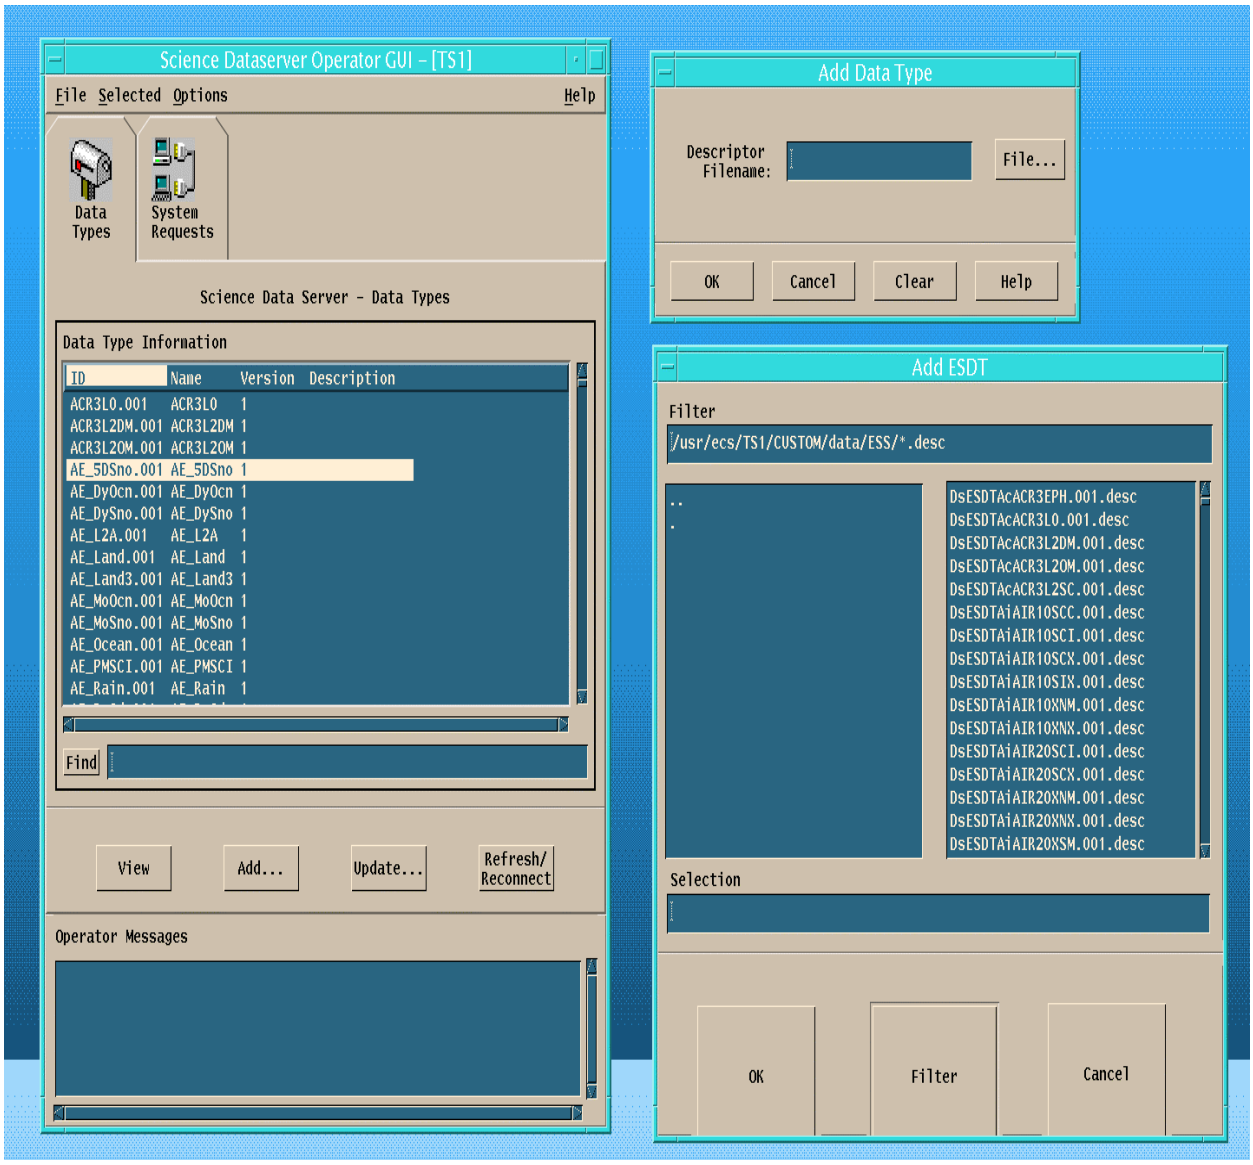

Figure 24. Adding An ESDT - The GUIs Involved
- This brings up the Science Operator Dataserver GUI. Refer to figure 24.
- This brings up the "Add Data Type" GUI. Refer to figure 24.
- This brings up the "Add ESDT" GUI. Refer to figure 24.